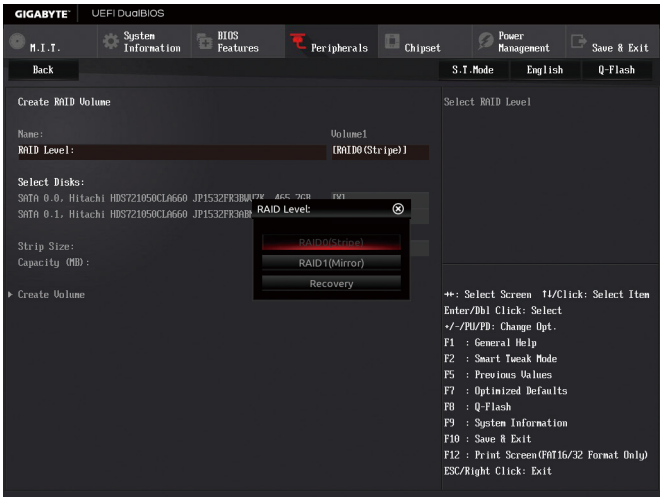

图4
在「Intel(R) Rapid Storage Technology」画面时，请在「Create RAID Volume」选项按<Enter>键，进入「Create RAID Volume」画面，首先在「Name」选项自订磁盘阵列名称，字数最多可至16个字母但不能有特殊字符，设定好后按<Enter>键。接着使用下键移动至「RAID Level」选项选择要制作的RAID模式(图4)。RAID模式选项有：RAID 0(Stripe)、RAID 1(Mirror)、Recovery、RAID 10及RAID 5 (可选择的RAID模式会依据所安装的硬盘总数而定)。选择好RAID模式后，再按下键移动至「Select Disks」选项。